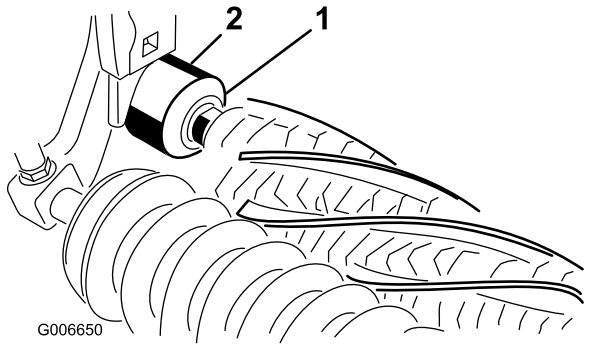

Figuur 25
26. Zorg dat het lipje op beide afdichtingen licht contact maakt met elke lagerbehuizing (Figuur 25).